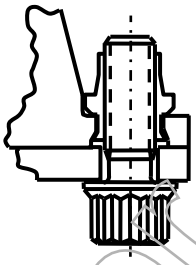

FIGURE 8 – BOLTS IN SELF-LOCKING CAPTIVE NUTS
f) Bolts assembled into self-locking captive nuts (see Figure 8)